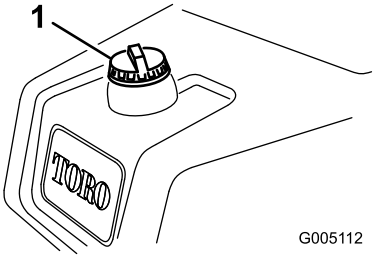

**Figur 22**
1. Gör rent runt tanklocket och ta bort det (Figur 22).